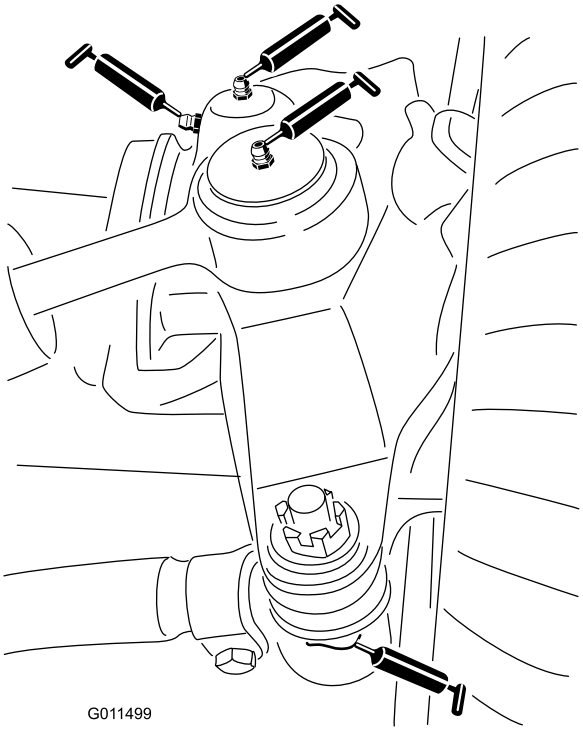

Figur 36
- 2 styretøjscylinderens kugleled (Figur 36)
- 2 forbindelsesstangs kugleled Figur 36
- 2 styreboltsbøsninger (Figur 36).